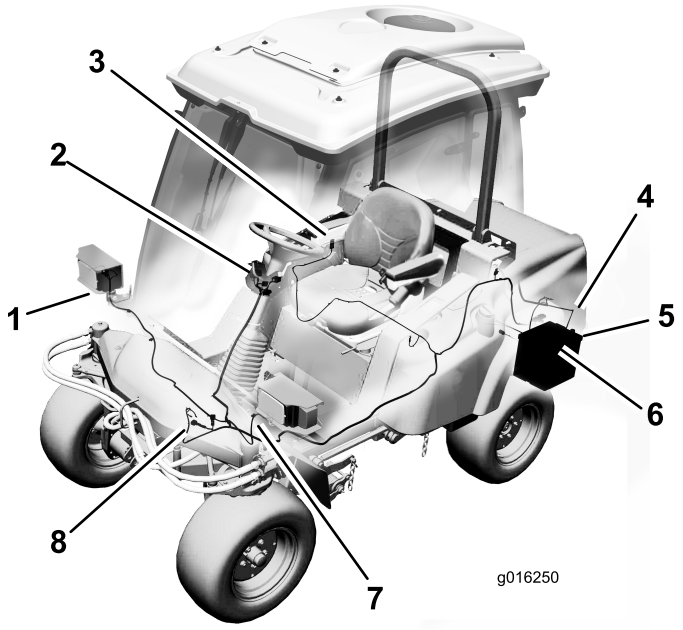

図 12
- 左右のヘッドライト用のハーネスコネクタを、プラットフォームの前部に沿って各ヘッドライトまで配線する（図 12）。
- ワイヤハーネスをホーンへ引き込み、コード2本を端子に接続する（図 12）。
- コントロールパネルを立て、**Accessory.**（アクセサリ）というラベルのついているコネクタを探し出す（図 12）。
- ハーネスの小さいリング端子をアース用ブロックに引き込んで接続する（図 12）。
- ハーネスのリング端子をバッテリーのプラス（+）端子まで引き出す（図 12）。
- 既存のハーネスとフレームチューブに沿って、ハーネスを左後部のランプのハーネスまで引き出す（図 12）。ハーネスのコネクタをランプのハーネスのコネクタに接続する。ケーブルタイを使って、このハーネスを既存のハーネスとフレームチューブに固定する。